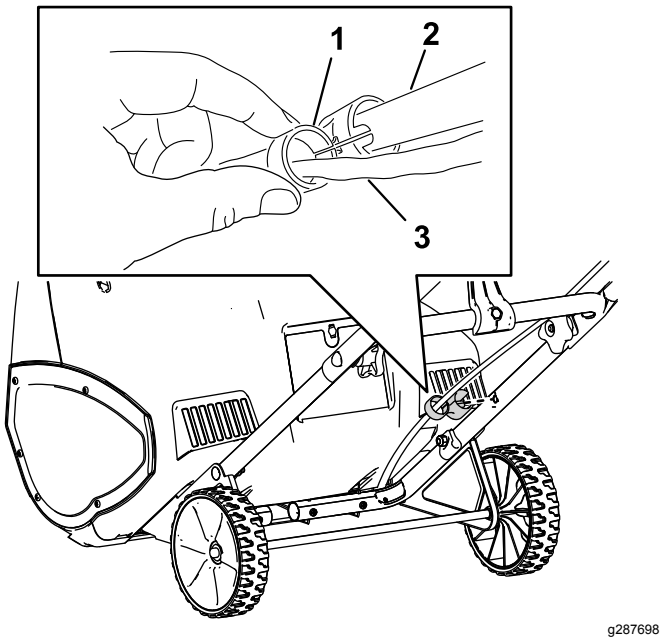

**Figur 2**
4. Fest kabelføreren på håndtaket (Figur 2).